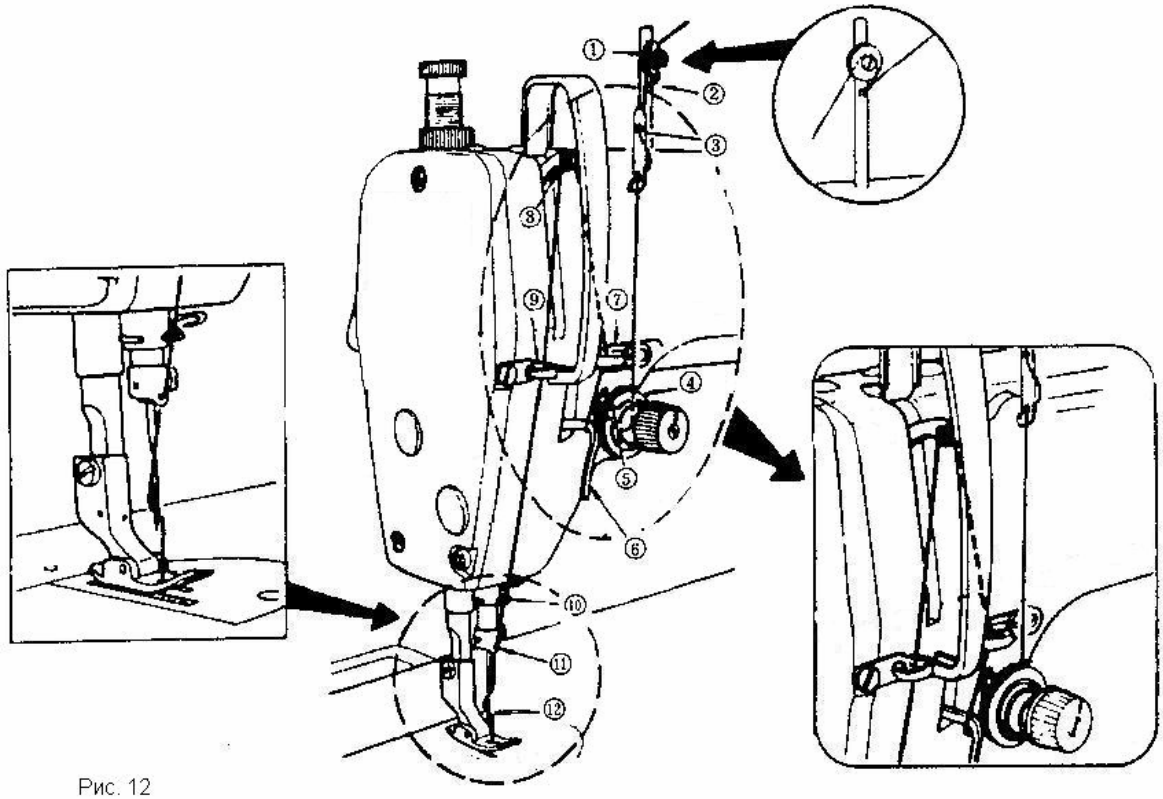

Рис. 12
6. ЗАПРАВКА ИГОЛЬНОЙ НИТИ (Рис. 12)